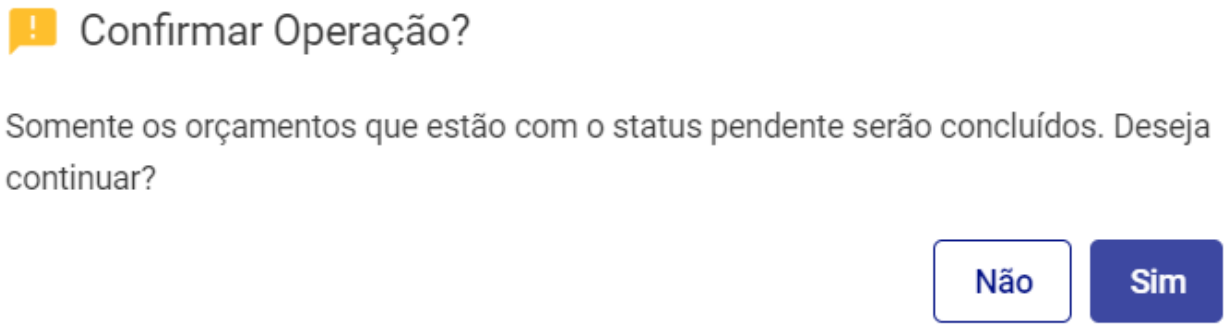

Figura 398: Confirmar
8. Confirme a operação através da janela de confirmação (Figura 398).